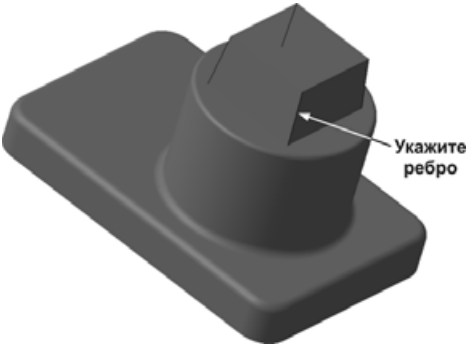

Рис. 2.79
- Укажите четвертое ребро объемного элемента (рис. 2.79).